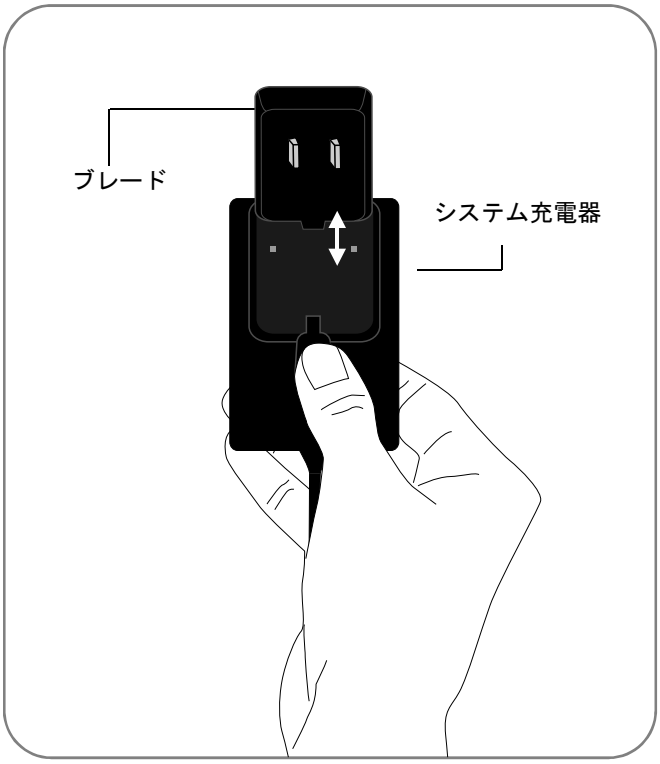

図 8-2：システム充電器にブレードを差し込んでいるところ
2. 選択したブレードをシステム充電器に挿入します（図 8-2 を参照）。